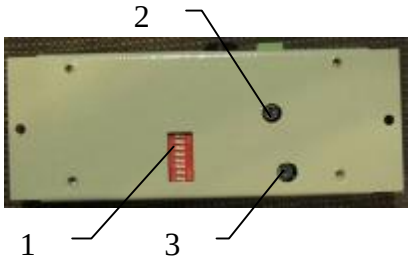

Рисунок 1.2 – Основание корпуса ИТС-АС,
К основанию корпуса выведены такие регулировки (рисунок 1.2):
2.2.3 Задать адрес ИТС-АС с помощью DIP-переключателя (см. рис. 1.2).